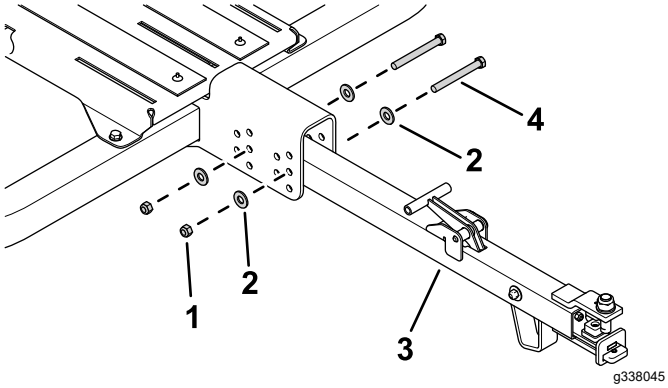

Rysunek 23
1. Użyj 2 śrub (7/16 cali), 4 podkładek i 2 nakrętek zabezpieczających, aby zamocować dyszel przyczepy do ramy głównej (Rysunek 23).